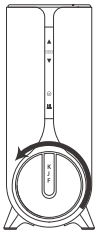

Figure 23
(1) Close the tap and wait for 30 seconds to fully release the pressure of the system.
(2) Remove the old filter. Remove the old filter by rotating it 90° degrees counterclockwise **(Figure 23)**.